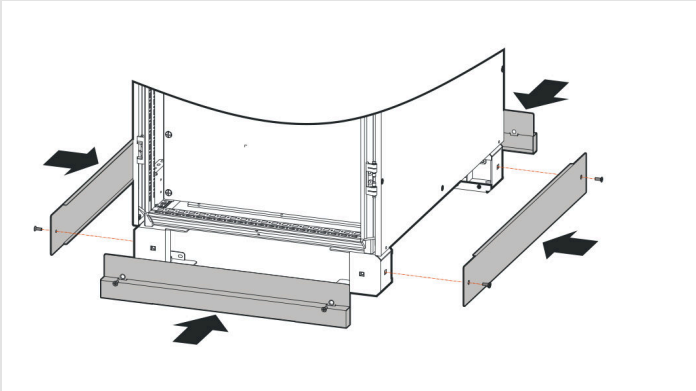

FIGURA 3-10 Rimontaggio delle piastre di fondo
5. Rimontate le piastre di fondo dell'armadio (Figura 3-10). Con più armadi montate le piastre di fondo solo dopo aver unito gli armadi (Sezione 3.11).
5. Rimontate le sue piastre di fondo, come per l'armadio (Figura 3-10).